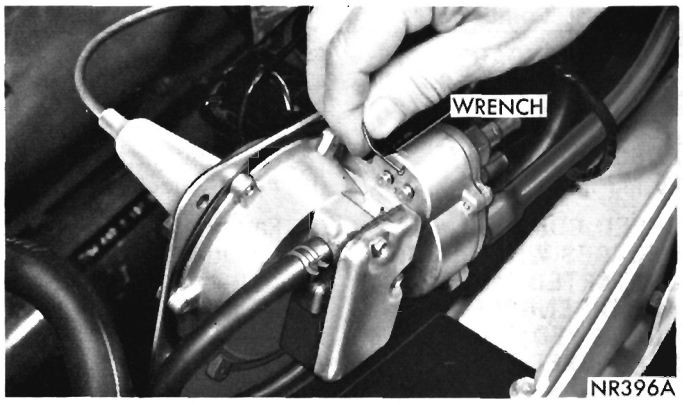

Fig. 5—Cut-out Screw Adjustment
(3) System Cut-Out Adjustment (Fig. 5) affects the road speed at which the system is deactivated during deceleration. Turning the screw clockwise increases road speed at which the speed control system deactivates (cuts out). A counterclockwise adjustment decreases the cut out speed. The desired cut out speed should occur approximately 5 miles per hour below the cut-in setting; make adjustments in 1/8 turn increments.